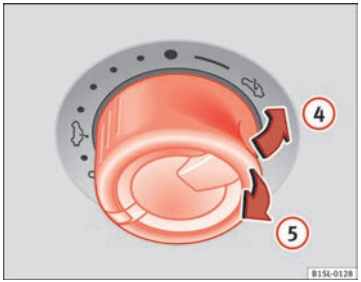

Fig. 27 Sur le toit intérieur : tourner le bouton pour relever le toit et le fermer.
- Avant que ne s'écoulent environ 5 secondes à partir de l'activation du dispositif anti-pincement, tirez sur le bouton ⇒ fig. 27 (5) jusqu'à ce que le toit ouvrant coulissant et relevable soit complètement fermé.